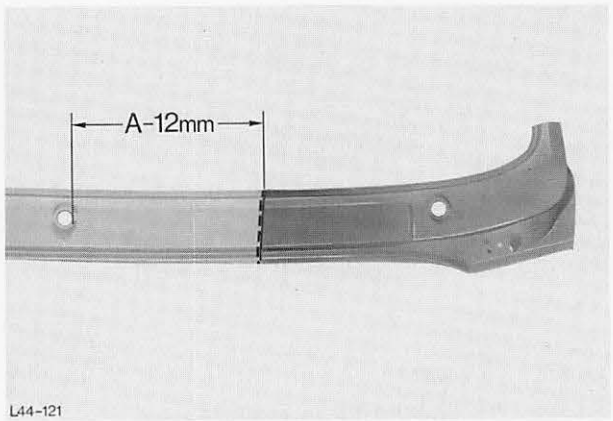

Abb. 121 Ermitteltes Maß „A“ auf das Neuteil übertragen
7. Ermitteltes Maß „A“ auf das Neuteil übertragen, dabei 10–12 mm Materialzugabe für die Überlappung berücksichtigen, Abb. 121.